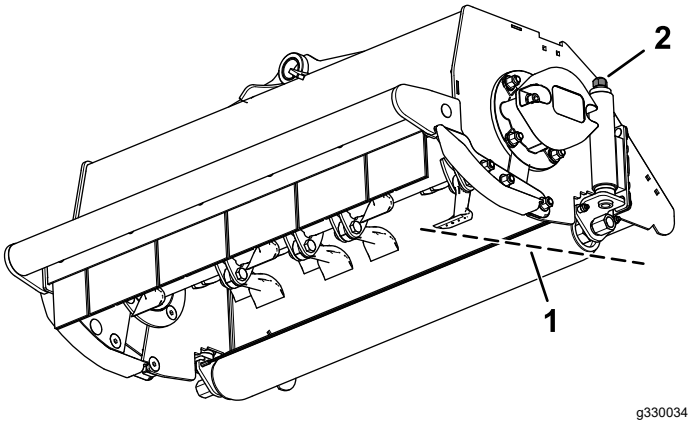

Figur 26
1. Vrid justermuttrerenheterna i båda ändarna medurs för att minska klipphöjden eller moturs för att öka klipphöjden (Figur 26).